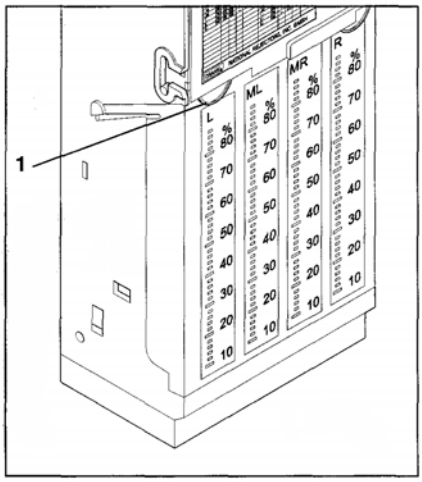

Рис. 12: Снятие крышки накопителей.
- Извлеките вперед крышку накопителей при помощи выемок (1) (рис. 12).